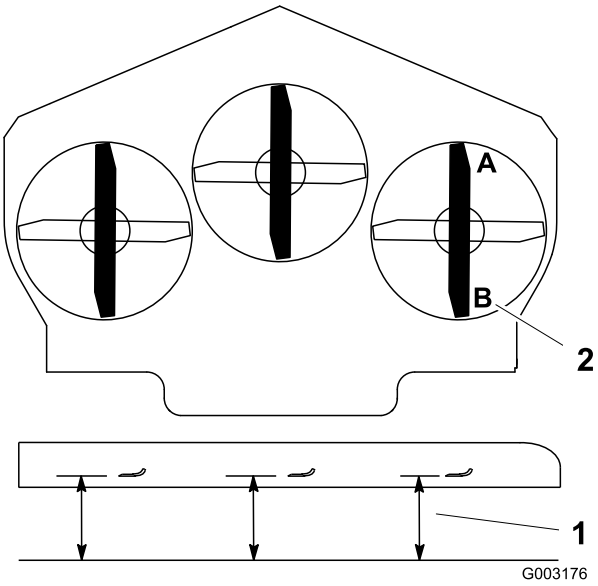

Figur 79
1. Placer højre kniv på langs (Figur 79).
2. Mål den højre kniv ved punktet **A** fra en plan overflade til knivspidsens skarpe kant (Figur 79).
4. Mål den højre kniv ved punktet **B** fra en plan overflade til knivspidsens skarpe kant (Figur 79).
6. Plæneklipperens skærekniv skal være 6 til 10 mm lavere ved punkt **A** end ved punkt **B** (Figur 79). Hvis det ikke er korrekt, skal du gøre følgende: